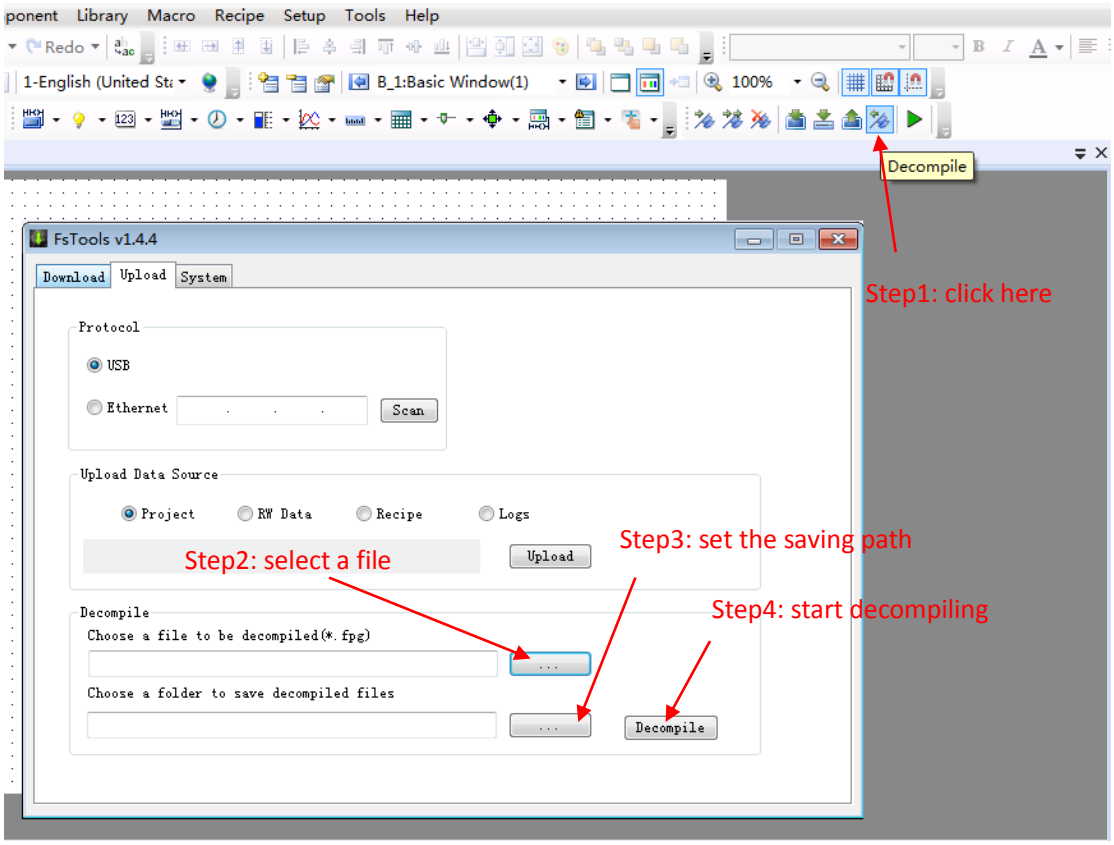

Fig. 17
①Firstly, click the tool button "Decompile", select the package fpg file, set the project saving path, and click the "Decompile" button, as shown in Fig. 17.